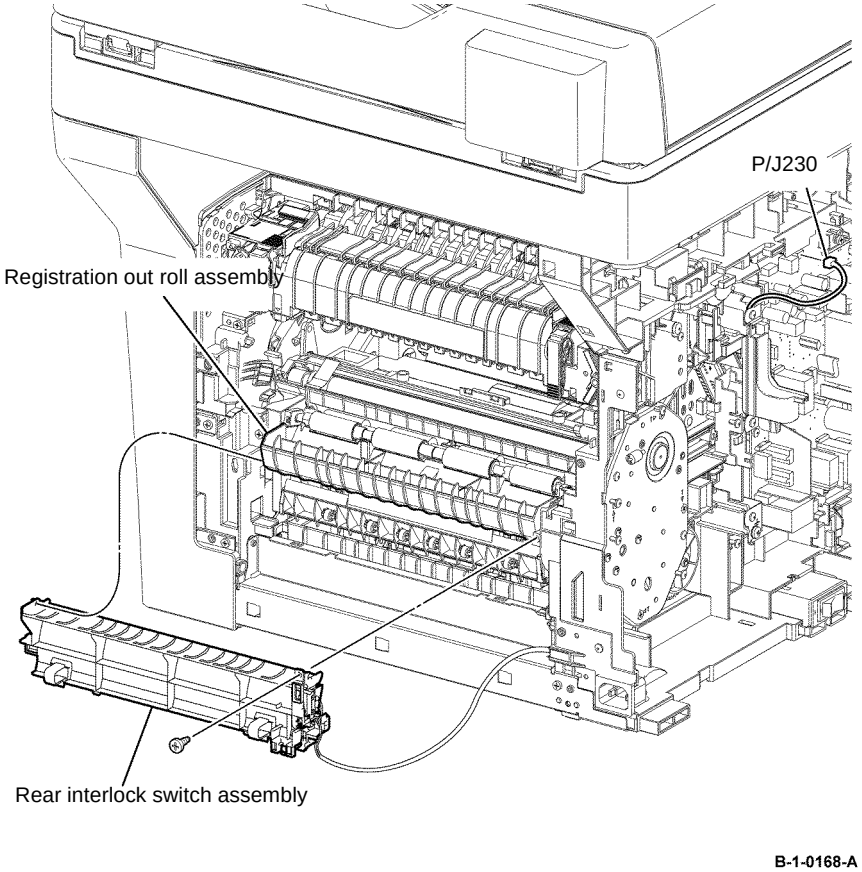

Figure 3 Rear interlock switch assembly removal
12. Remove one screw (silver, tapping, 8mm) that fixes the rear interlock switch assembly. Release the two hooks, then remove the rear interlock switch assembly by releasing the boss on the registration out roll assembly from the hole, Figure 3.